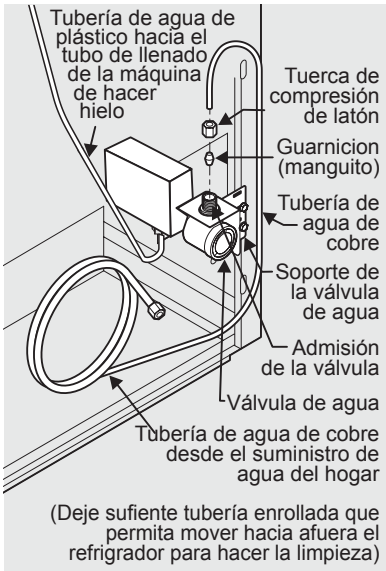

Figura 1
4. Si utiliza tubos de cobre, deslice la tuerca de compresión metálica, seguida del casquillo (manguito), en la tubería de suministro de agua. Encaje la tubería de suministro de agua en el grifo (6,4 mm). Deslice el casquillo (manguito) en la toma del grifo y apriete la tuerca de compresión en el grifo de forma manual. Luego utilice una llave para darle otra media vuelta, pero SIN apretarla en exceso. Consulte la Figura 1.